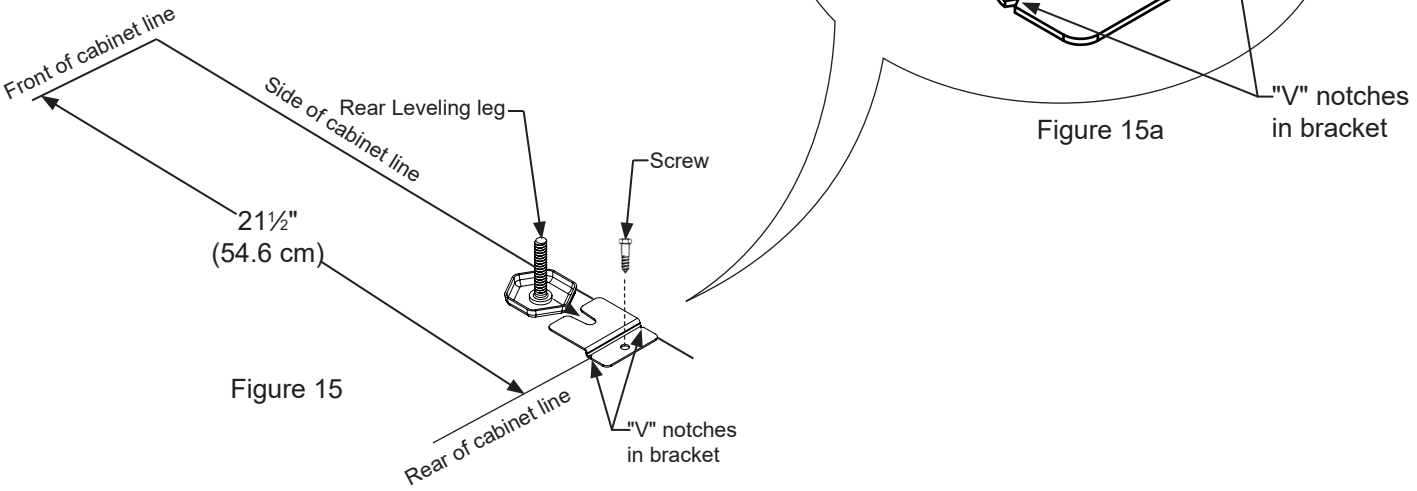

Figure 15
3) Make sure the beverage center is in the desired location, then mark on the floor the rear and side corner of the cabinet where the anti-tip bracket will be installed. If the installation does not allow marking the rear corner of the cabinet, then make temporary lines on the floor marking the front corner of the cabinet, excluding the door. Slide the beverage center out of the way. From the temporary line extend the sidewall line back 21½" (54.6 cm) as shown in Figure 15.
5) Fasten the anti-tip bracket to the floor using the supplied screw. (See Figure 15).